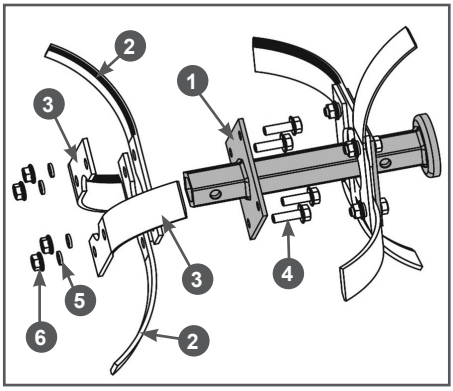

Рис. 7 Установка ножей на внутренний фланец основной секции оси фрезы
2.3 Установите ножи на внешний (со стороны редуктора) фланец 1 основной (длинной) секции оси (Рис. 7). Со стороны уже собранной на внутреннем фланце группы ножей вставьте в отверстия во внешнем фланце 1 оси болты 4, далее в соответствии с рисунком 7 на внешний фланец 1 оси с внешней его стороны установите правые ножи 2 (имеющие изгиб в сторону от редуктора). После этого установите левые ножи 3 (имеющие изгиб к редуктору) как показано на Рис. 7, затем установите пружинные шайбы 5 и закрутите гайки 6 (Рис. 7). Затяните все резьбовые соединения.